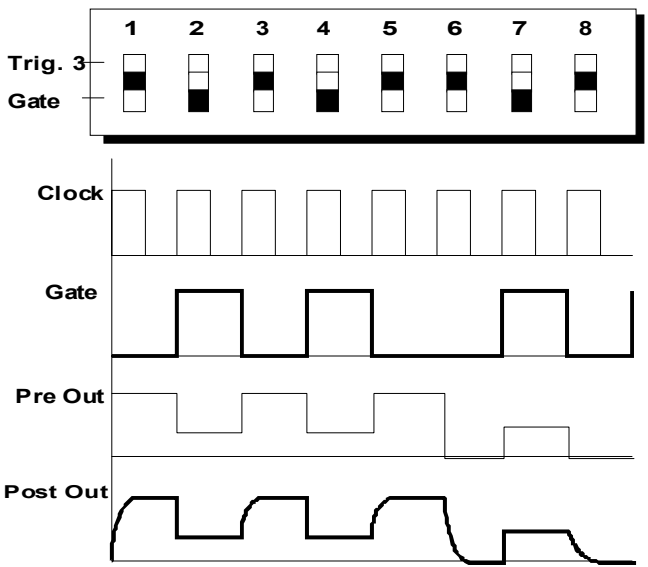

fig. 2: glide function
a speed determined by the Glide control knob (fig. 2).
If you patch the output from the Gate row into the **Glide Ctrl.** input ❸, you can **switch the glide function on** or **off** for **each step**, like on the Roland TB-303 (see fig. 2). If you patch the gate output through an A-165 trigger modifier, every gate activates 'glide'.